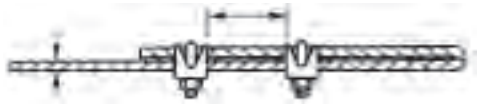

*Figure 4*
**IMPORTANT NOTICE:** It is important to note proper installation position of the cable clamps as illustrated in Figure 4. To obtain maximum holding power, install U-bolt section of clip on dead or short end of cable and saddle on long end of cable. Improper installation reduces the efficiency of the connection by as much as 40 percent.